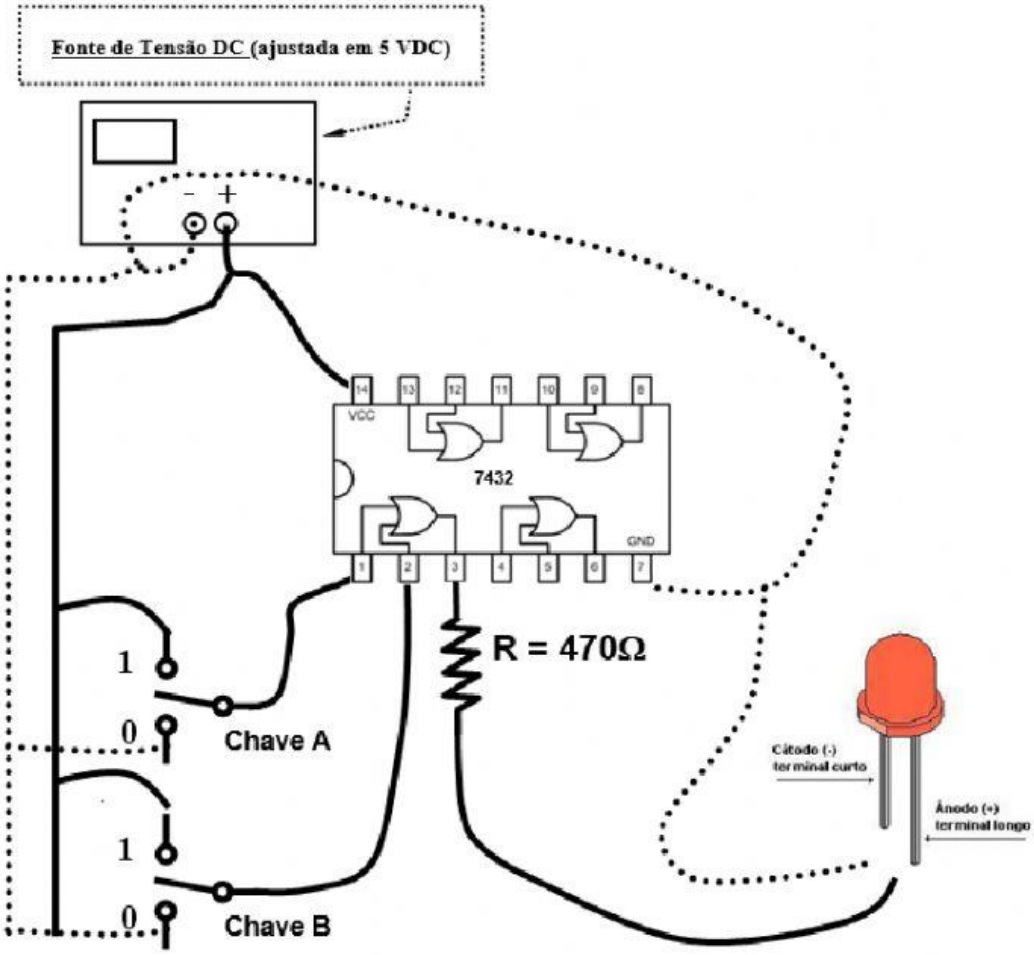

Figura 1- Esquema de ligação para a porta OR - 7432
1. Conecte a fonte de 5 Vcc (positivo e negativo) aos barramentos do protoboard. Verifique a figura 1 abaixo.